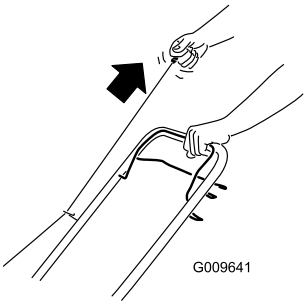

Figure 11
2. Tirez sur la poignée du lanceur (Figure 11).